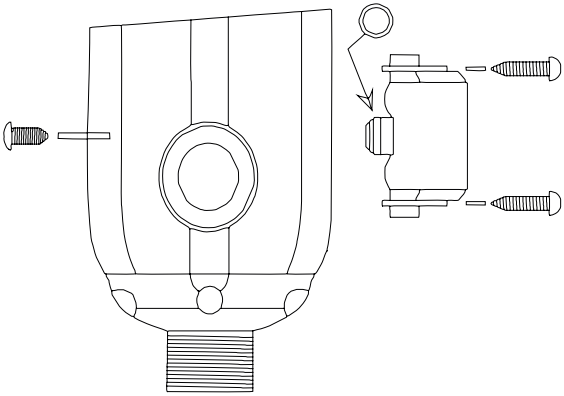

Рис. 9 Установка манометра в моделях EPS-16, EPS-16SP, EPS-14SP
5.3. В моделях EPS-14SP, EPS-16 и EPS-16SP манометр (рис. 9) оснащен уплотнительным кольцом, двумя крепежными винтами и колпачковой гайкой. Манометр может быть установлен на любой стороне контроллера путем ввода цилиндрического соединителя с уплотнительным кольцом в отверстие на корпусе устройства и его
- Контроллеры EPS-15, EPS-15SP, EPS-15A, EPS-15ASP монтируются в горизонтальном (рис. 9) или вертикальном положении.